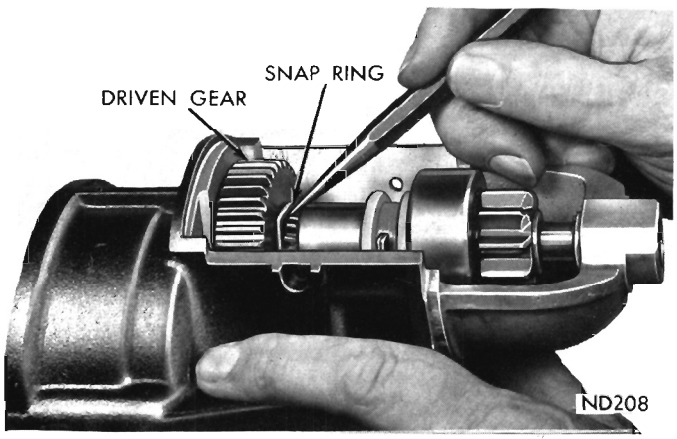

Fig. 7—Removing the Driven Gear Snap Ring
(17) Release retainer that positions driven gear on pinion shaft (Fig. 7).